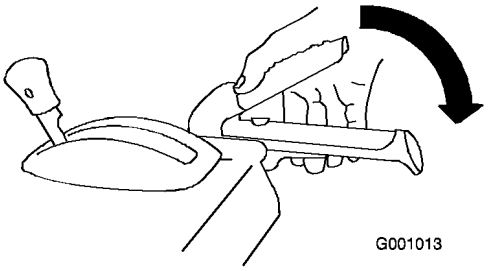

Figur 30
1. Pressa ned det högra (matarskruvs-/impeller)reglaget till handtaget för att koppla in matarskruvs-/impellerdrivningen (Figur 30).